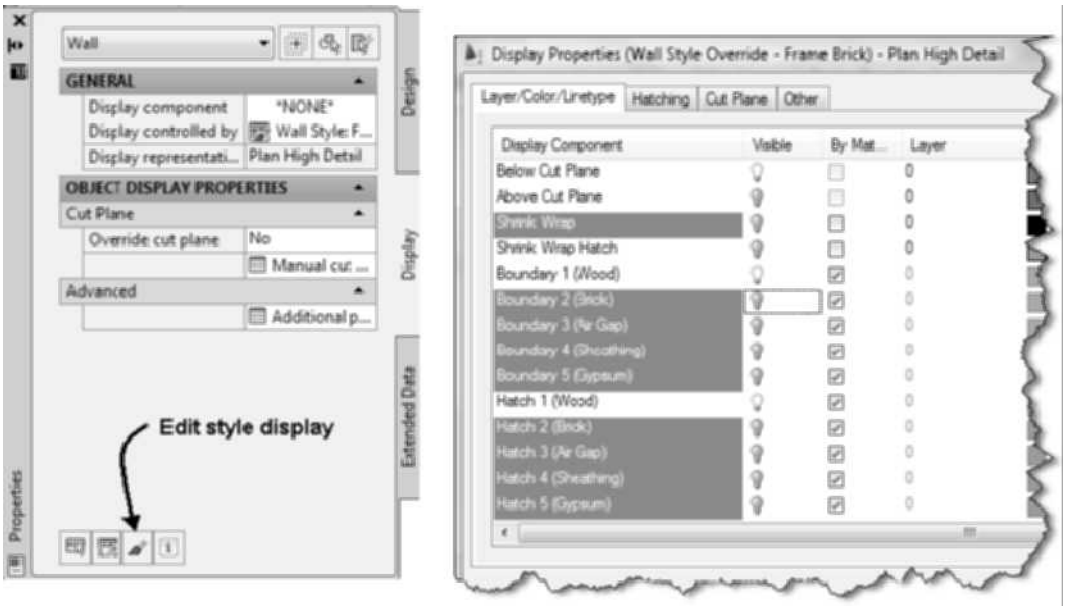

FIGURE 7.66 *Editing display component visibility from the Display Properties tab of a wall style*
6. Select the **Display** tab of the **Properties** palette. Choose the Edit Style Display button as shown in Figure 7.66. Select the Display Properties tab of the Wall Style Properties dialog. Choose the checkbox for Style Override of the Plan High Detail display representation to open the Display Properties (Wall Style Override—Frame Brick)—Plan High Detail.
7. Choose the Layer/Color/Linetype tab toggle off the light bulb of the following components as shown in Figure 7.66: Shrink Wrap, Boundary 2 (Brick), Hatch 2 (Brick), Boundary 3 (Air Gap), Hatch 3 (Air Gap), Boundary 4 (Sheathing), Hatch 4 (Sheathing), Boundary 5 (Gypsum), Hatch 5 (Gypsum).